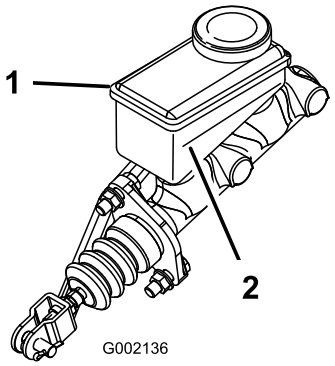

Figure 63
5. Look at the outline of the fluid level at the side of the reservoir (Figure 63).
B. Add DOT 3 brake fluid to the reservoir until the fluid level is above the Minimum line (Figure 63).